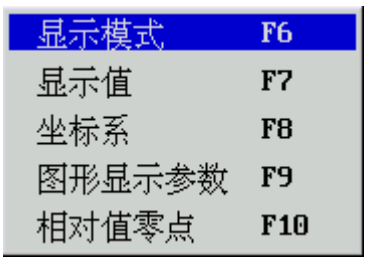

图 8.0.1 显示方式
在一般情况下(除编辑功能子菜单外)，按 **F9** 键，将弹出如图 8.0.1 所示的显示方式菜单。
(1) 在“显示方式”菜单(图 8.0.1)中，用▲、▼选中“显示模式”选项；
(1) 在“显示方式”菜单(图 8.0.1)中，用▲、▼选中“坐标系”选项；
(1) 在“显示方式”菜单(图 8.0.1)中，用▲、▼选中“显示值”选项；
(1) 在“显示方式”菜单(图 8.0.1)中，用▲、▼选中“图形显示参数”选项；